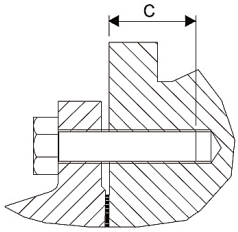

Abb. 7 | Einschraublänge
- Schrauben nach ISO 4014 (siehe Abb. 7 und Tabelle 3)